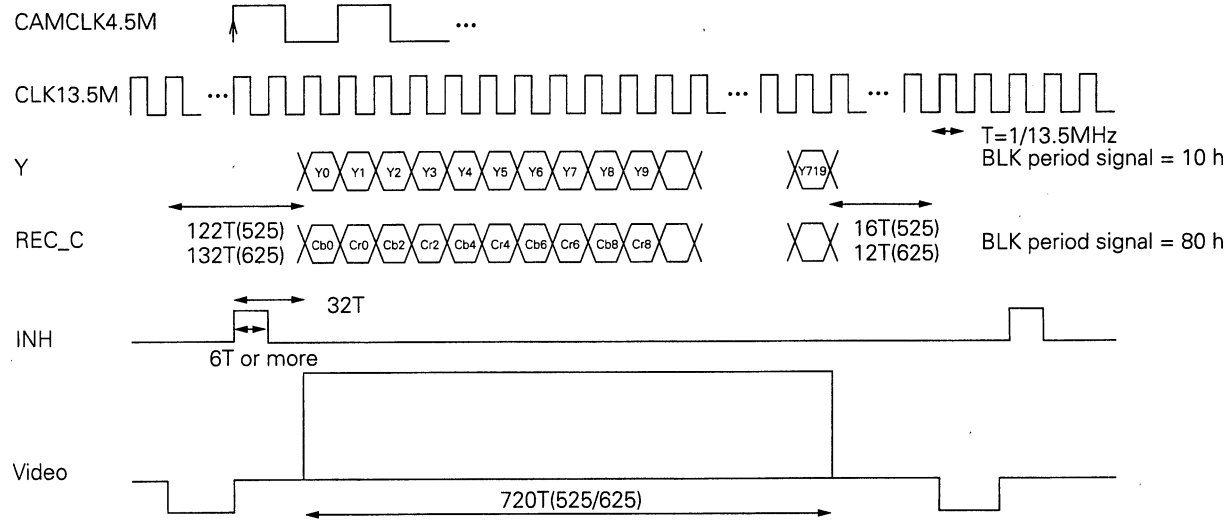
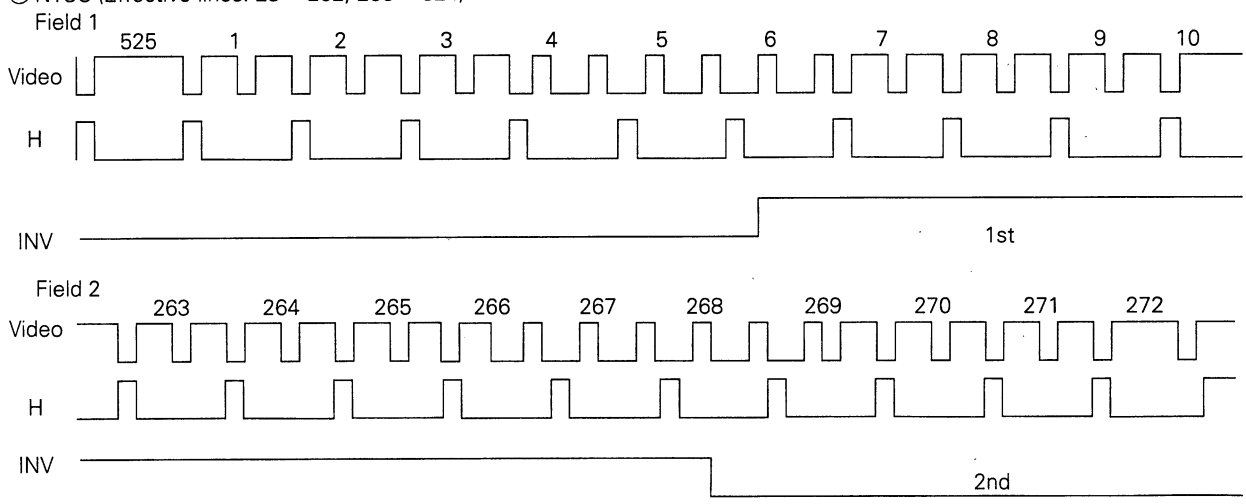

Fig. 9-2-2 Input Data
Fig. 9-2-3 H/V Timings (NTSC)
The video signals from the camera are supplied to the recorder circuitry in the digital format. They are not converted to analog signals to avoid video quality deterioration. The signals output from the camera DSP take the 4:2:2 format video data (Y: 8 bits, R-Y/B-Y: 8 bits, 13.5 MHz) and output from CAM2 board IC801 through DY(1) to DY(8) for the Y signal and UV(1) to UV(8) for the C (Cr/Cb) signal. The R-Y/B-Y signals are output alternately in linear sequence. The CAM CLK, INV and INH signals are also output together with the video signals. Fig. 9-2-2 shows these signals. CAMCLK is not 13.5 MHz but counted down to 4.5 MHz before being output. The INH and INV signals use the H and V timing signals for indicating the start of the data signal (see Figs. 9-2-3 and 9-2-4). The Y/C video data signals are sent through buffer ICs 828 and 829 on the CAM2 board, input to the DV MAIN board where they are formatted into the DV format signals. They are also supplied to the D/A converter in IC811 and output as the Y and chroma signals, which are input to IC5 on the VIDEO/SYSCON board. IC5 also inputs the PB Y and PB C signals from the recorder and the switching between the camera output and recorder playback output is performed here.